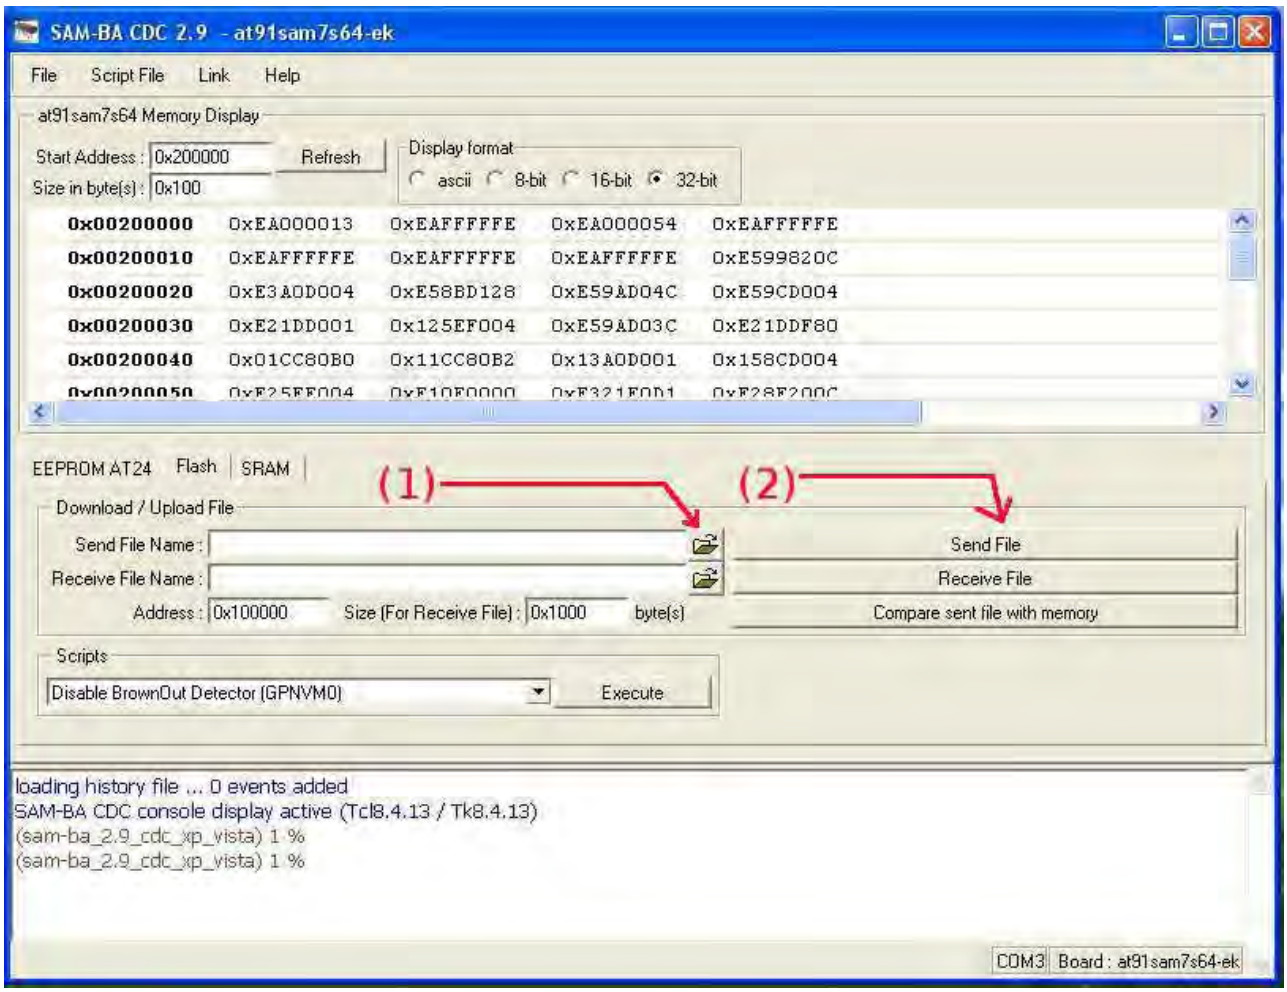

Figure 23: the boot application.
11. Now **you must select the board *"at91sam7s64-ek"* in the *"Select your board:" menu***, as shown in figure 22. Failing to do so will cause the Universal Live Timing Box to stop working, with no warning, seemingly dead after the programming procedure. Never mind – you will just have to redo the whole process with the proper board selection. Once this is done, click on the *"Connect"* button to launch the boot application. This one appears as shown in figure 23.
Now click on the button (1) shown in figure 23, and select the file to download in the *Universal Live Timing Box* device. Then click on the button (2) shown in figure 23 to launch the downloading. During the downloading phase the application generates two questions. Please answer *"yes"* to the first question and *"no"* to the second one. At the end of the downloading, please click on *"Quit"* option in the *"File"* menu to close the boot application. Now the *Universal Live Timing Box* is updated and it's possible to disconnect it from the PC.